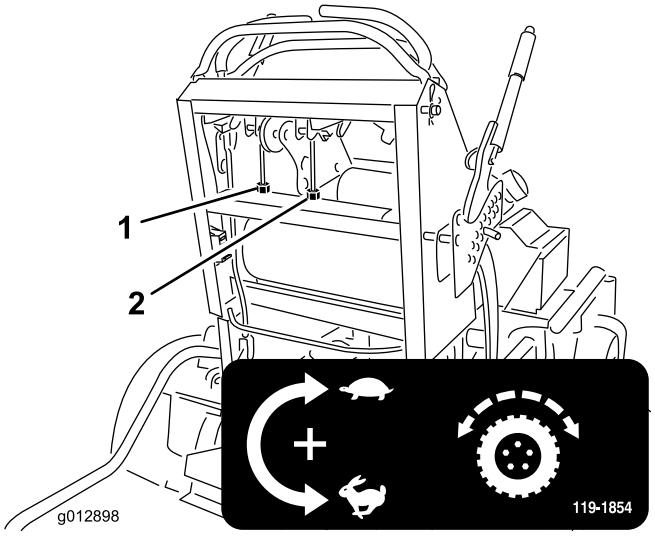

Figur 56
4. Roter højre kabeljustering for at sætte højre bevægelseshåndtag i midten af kontrolpanelets neutrale låseposition. Roter derefter højre kabeljustering i intervaller af kvarte omgange, indtil maskinen sporer lige (Figur 56).